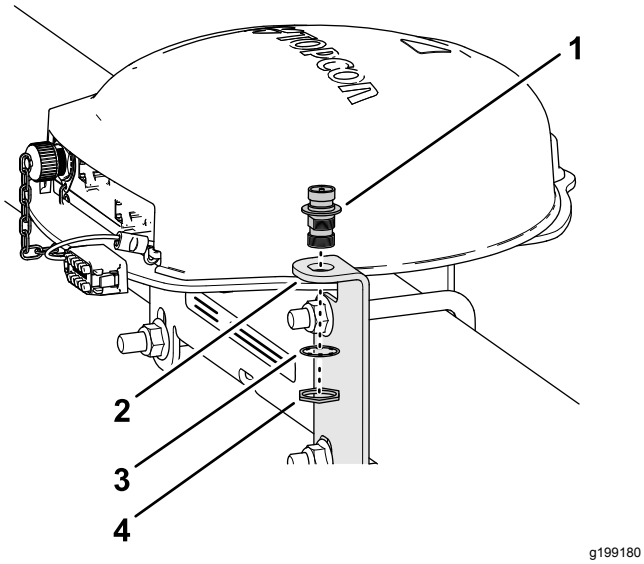

Figur 153
1. Placer koaksialkoblingen gennem åbningen i RTK-antennebeslaget, så den passer med gevindet i koblingens kantplade (Figur 153).
2. Monter koaksialkoblingen på antennebeslaget med låseskiven og kontramøtrikken, og stram møtrikken med håndkraft (Figur 153).